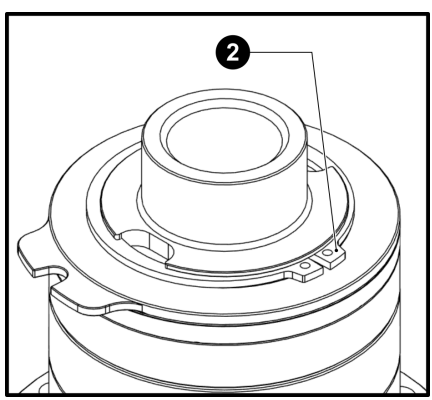

**Рис. 22**
**3.16** Установите стопорное кольцо (**2**). (**Рис. 22**)